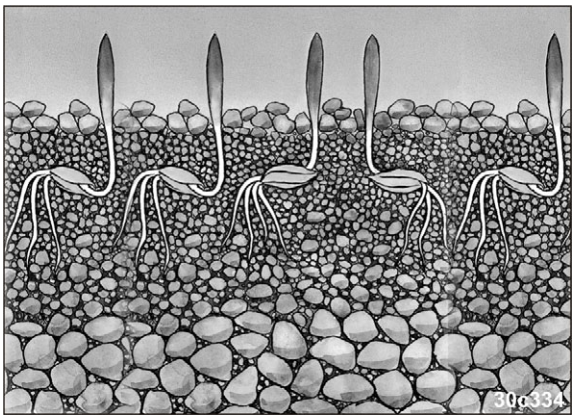

Fig. 70
- Den fine jord koncentrerer sig i nederste område af den bearbejdede zone (se Fig. 70), de grove jorddele forbliver på overfladen og beskytter mod tilstopning.